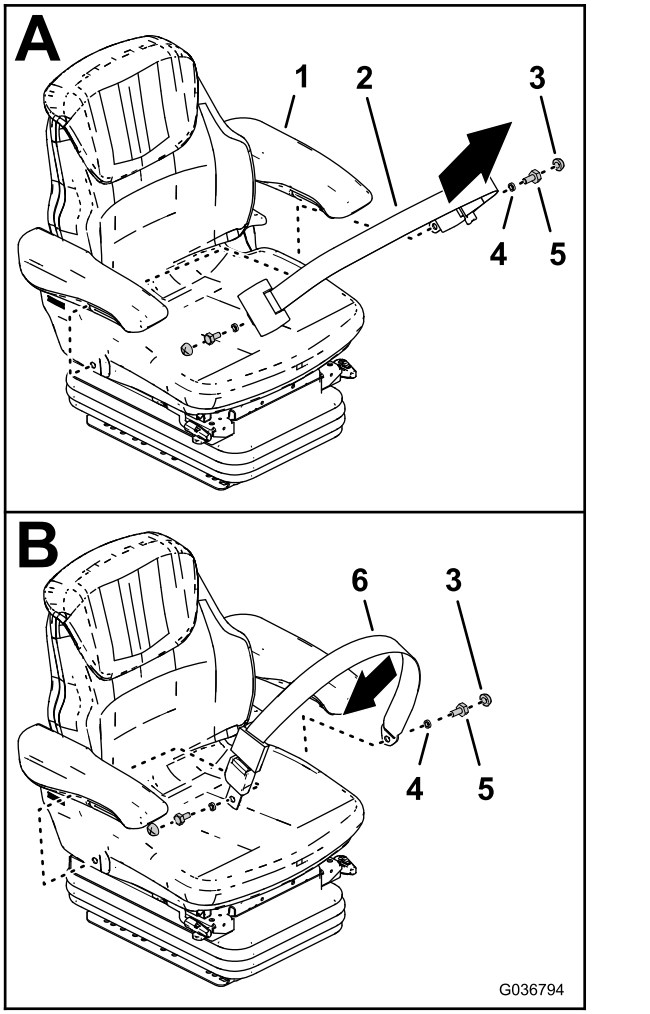

Figura 12
2. Retire las cubiertas y los pernos que sujetan el cinturón de seguridad de tensado automático al nuevo asiento y retire el cinturón (Figura 12).
3. Monte el cinturón de seguridad estático en el asiento nuevo (Figura 12).
4. Apriete los pernos a entre 35 y 43 N·m e instale las cubiertas (Figura 12).